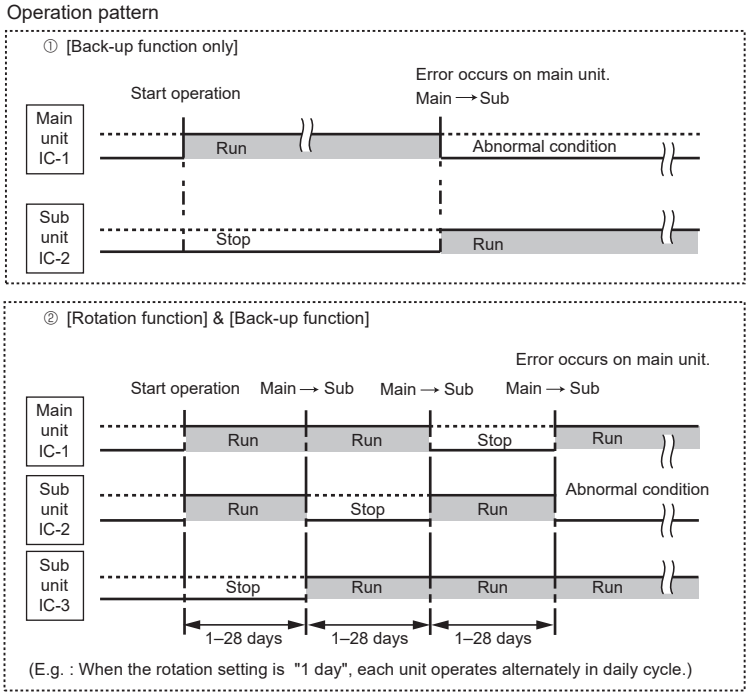

Fig. 1
· This function is available only by the grouping control system (INDOOR UNIT: OUTDOOR UNIT=1:1) of 2 or 3 refrigerant groups. (Refer to Fig. 1)
· Main indoor unit should be connected for wired remote controller and the transmission line (TB5) for main and sub units should also be connected. (Refer to Fig. 1)
| **1. Removing the panel**(1) Press and unlock the knobs on both sides of the front grille and lift the front grille until it is level. Pull the hinges forward to remove the front grille. (See Photo 1)(2) Remove 3 screw caps of the panel. Remove 5 screws. (See Photo 1)(3) Hold the lower part of both ends of the panel and pull it slightly toward you.(4) Unfix 3 hooks (See Figure 1) and then remove the panel by pushing it upward.(5) Remove the screw of the corner box. (See Photo 1) Remove the corner box. | **Photo 1**
**Figure 1**